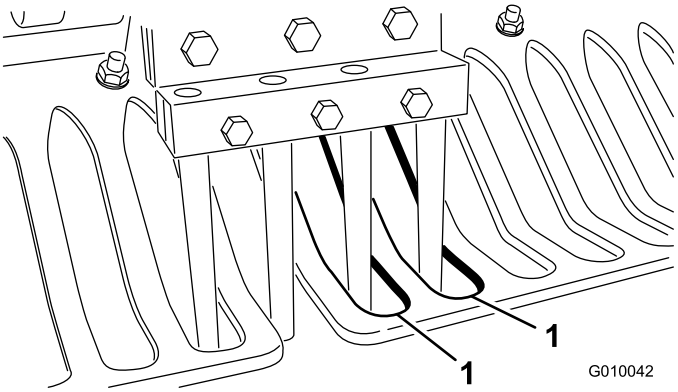

Figur 26
6. Kontrollera att harvpinnarna hamnar i mitten av mellanrummen i gräsmatteskydden (Figur 26). Justera gräsmatteskydden efter behov och dra åt muttrarna.